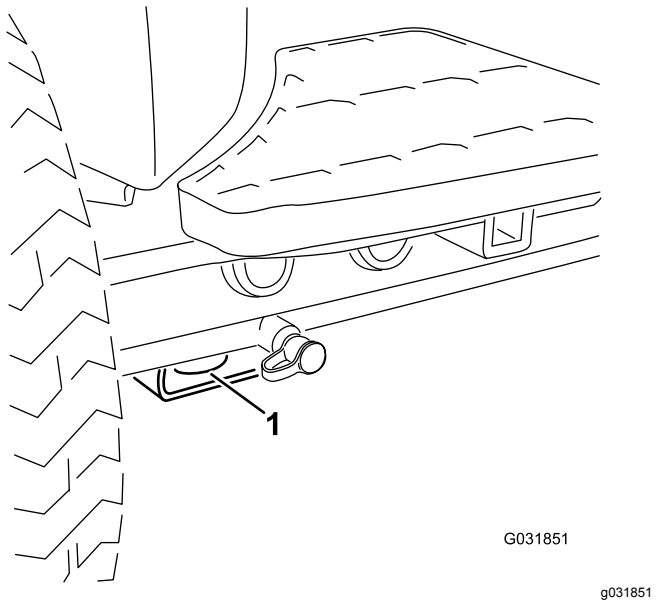

Figur 34
- Foran – hullet i den rektangulær platen, under akselrøret, innenfor hver av de fremre festepunktene (Figur 34)